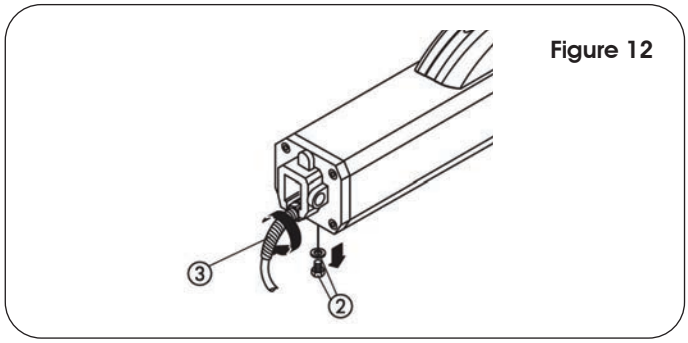

Figure 12
13.) Prepare the protective housing and fit it on the operator as shown in Fig. 11. Fit the electric cable strain relief (Fig. 12, Ref. 3).
- Remove the vent screw (Fig.12, Ref. 2).